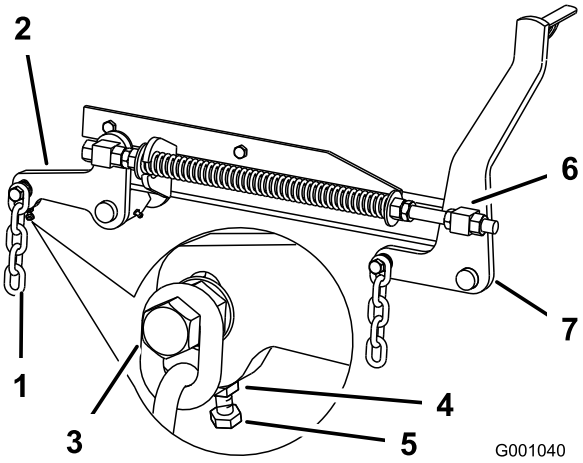

Figur 81
7. Om måtten vid punkt **B** eller **C** är felaktiga ska du lossa den bult som håller fast den bakre kedjan vid den bakre stödarmen (Figur 81).
8. Lossa kontramuttern under den bakre stödarmen och anpassa justerskruven så att du får ett mätvärde på mellan 79 och 83 mm (Figur 81).
7. Lossa kontramuttrarna för de främre lekarna framtill på höger och vänster lekare cirka 13 mm (Figur 81).
8. Justera lyftmuttrarna på både vänster och höger sida av maskinen för att få en inställning som är 6 till 10 mm lägre fram vid A än bak vid **B** (Figur 81).